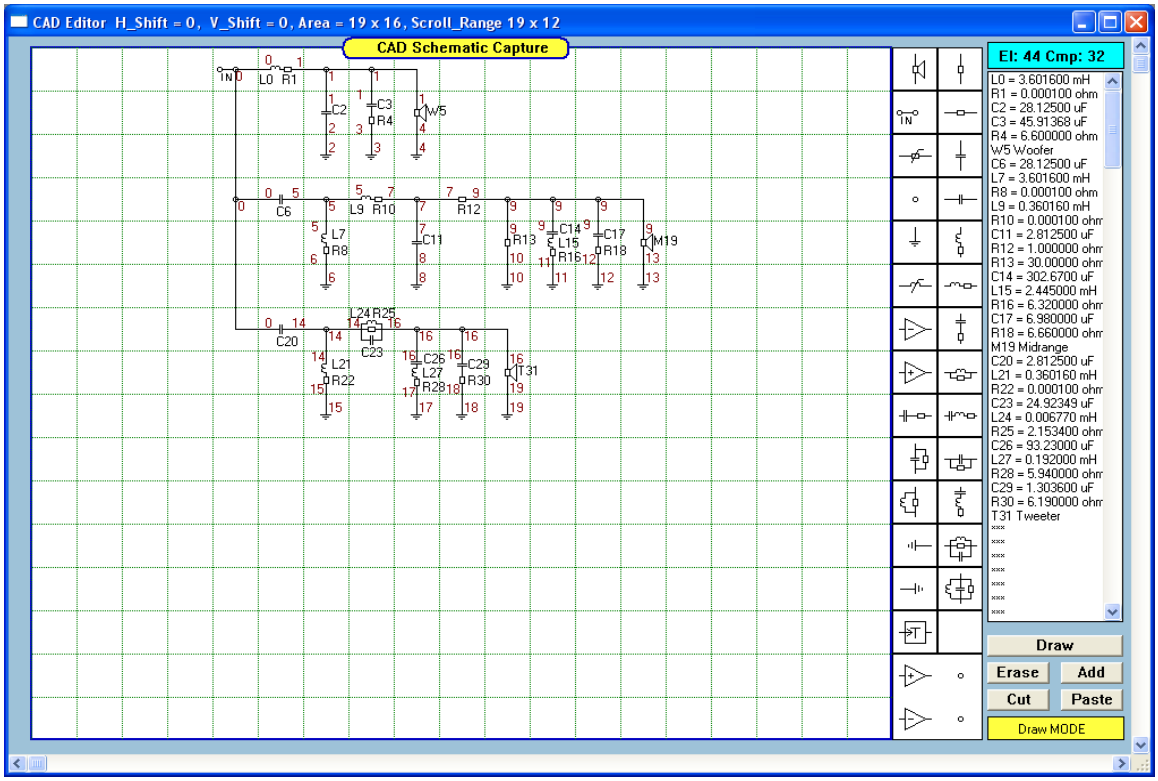

Figure 13.4 Here is our crossover to be optimized.
1. In the first step of optimization, we will concentrate on the low-pass section of the midrange band-pass filter: L9 = 0.36016 mH and C11 = 2.8125 uF - please refer to Figure 13.4
2. In the second stage of optimization we will concentrate on the high-pass section of the tweeter filter: C20 = 2.8125uF and L21 = 0.36016 mH - please refer to Figure 13.4.